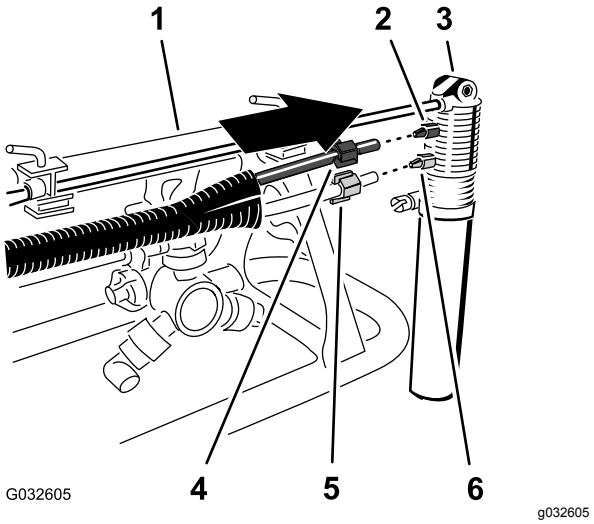

Figur 21
1. Sæt den blå kompressionsmøtrik over enderne på det blå rør og den hvide kompressionsmøtrik over det gennemsigtige rør (Figur 21).
2. Juster enden af det gennemsigtige rør med den hvide kompressionsmøtrik, så den passer med det hvide beslag på skummarkørdysen, og spænd kompressionsmøtrikken med hånden (Figur 21).
3. Juster enden af det blå rør med den blå kompressionsmøtrik, så den passer med det blå beslag på skummarkørdysen, og spænd kompressionsmøtrikken med hånden (Figur 21).